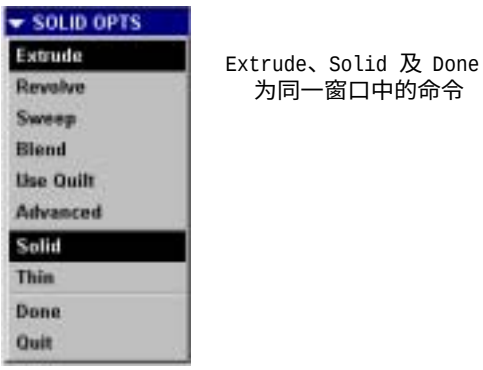

图 3
5. ｜（例如：Extrude｜Solid｜Done）：同一窗口中的命令（见图 3）。